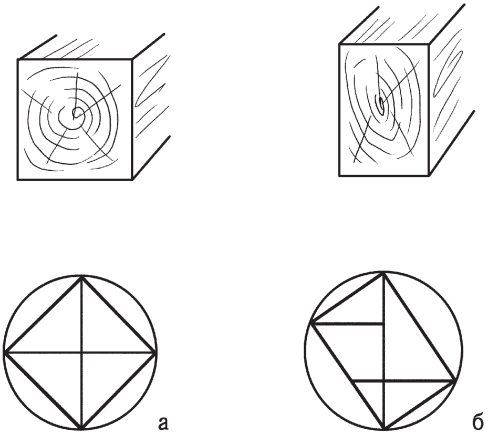

Рис. 74. Выполнение разметки бруса: а — квадратного сечения; б — прямоугольного сечения
5. Необходимо уметь размечать брус квадратного и прямоугольного сечения (рис. 74).